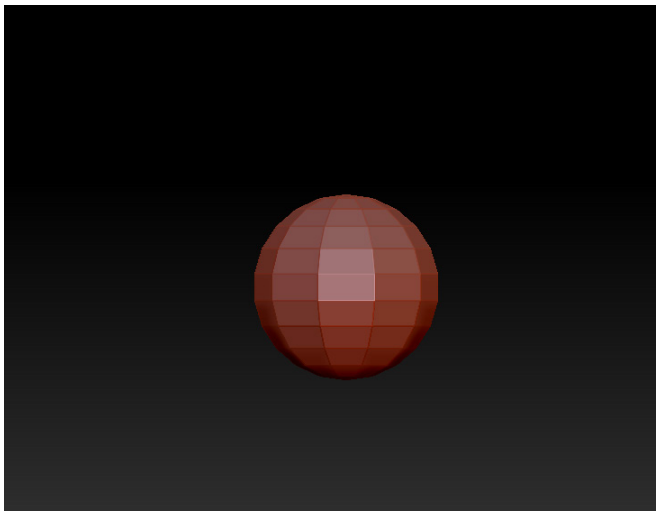

Figure 3-114 *Shape of the sphere changed*
3. Expand the **Initialize** subpalette in the **Tool** palette. In this subpalette, set the value of the **HDivide** slider to **10** and the **VDivide** slider to **12**, refer to Figure 3-97; the shape of the sphere changes, as shown in Figure 3-114.